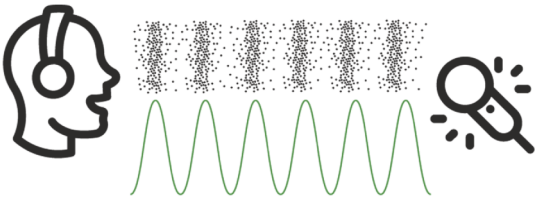

**FIGURE 9.8** Artist in a recording studio. Sound is vibrations of air that travel to the microphone, causing small voltage changes.
1. A singer sings, causing sound to travel in the air. Sound is carried by changes in air pressure caused by the singer's vocal cords. (Figure 9.8). The changes in air pressure propagate in longitudinal